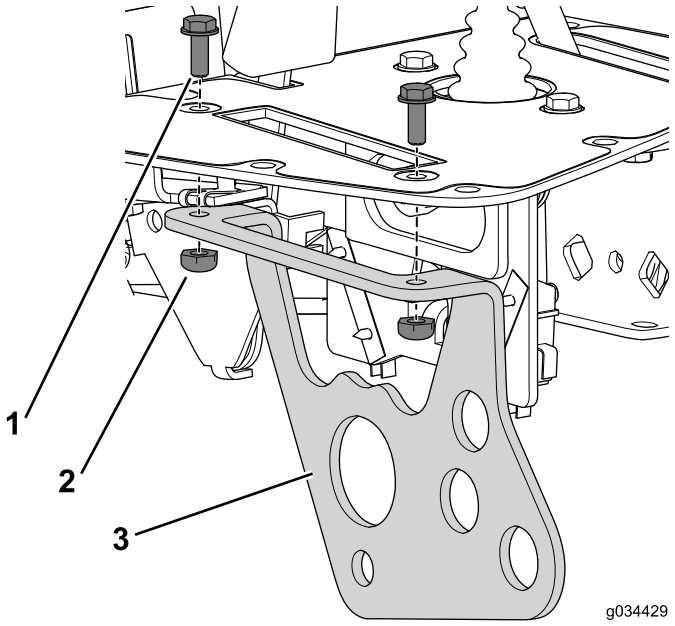

Figura 21
1. Utilizzate il bullone (n. 10 x 1/2 poll.) e il dado di bloccaggio per fissare la staffa della leva di funzionamento alla consolle (Figura 21).